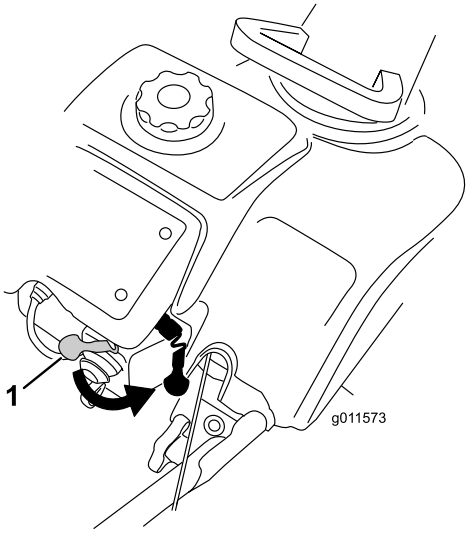
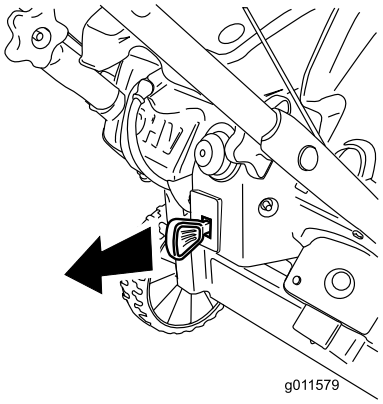

Figur 16
Figur 22
2. Flyt chokerhåndtaget helt til højre (Figur 16).
For at standse motoren skal du trække tændingsnøglen ud, indtil den står i positionen slukket (Figur 22), eller flytte chokerhåndtaget helt til højre (Figur 16).